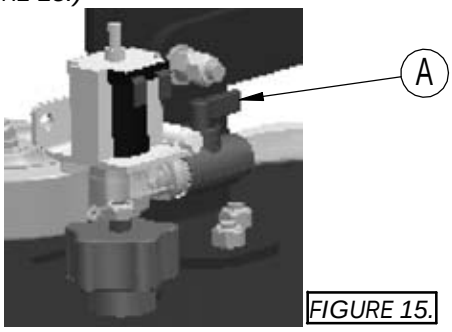

FIGURE 15.
1. TURN SOLUTION VALVE ADJUSTMENT LEVER (A) CLOCK-WISE TO INCREASE SOLUTION FLOW, COUNTER-CLOCKWISE TO DECREASE SOLUTION FLOW. *(SEE FIGURE 15.)*